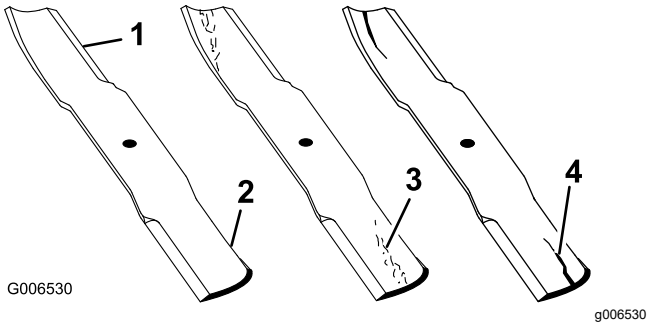

Figuur 100
1. Controleer de snijranden (Figuur 100).
4. Als u scheuren, slijtage of groefvorming in dit deel constateert, moet u direct een nieuw mes monteren (Figuur 100).